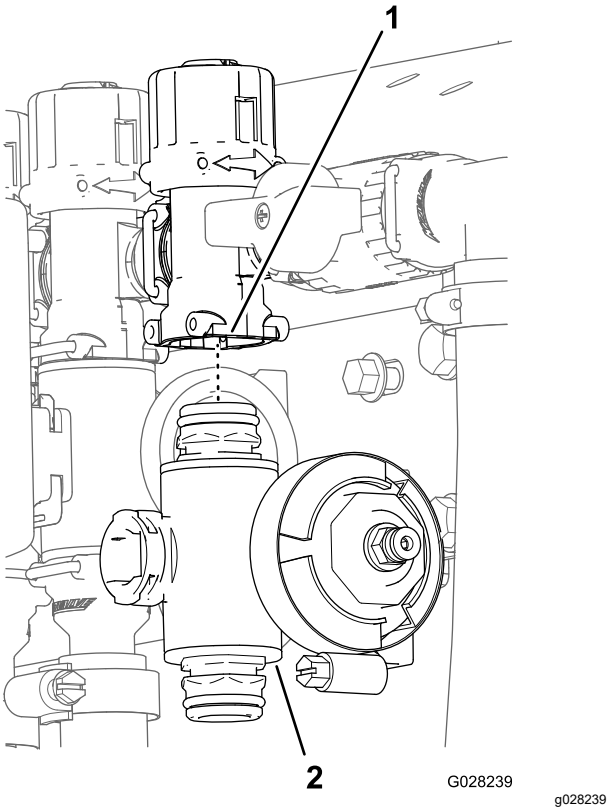

Figura 76
3. Para as válvulas de seção esquerda ou direita, remova os parafusos de cabeça flangeada e as contraporcas flangeadas que prendem a(s) válvula(s) de seção ao suporte da válvula e remova o(s) coletor(es) da válvula da máquina; para a válvula da seção central, remova o coletor da válvula de seção da máquina (Figura 76).